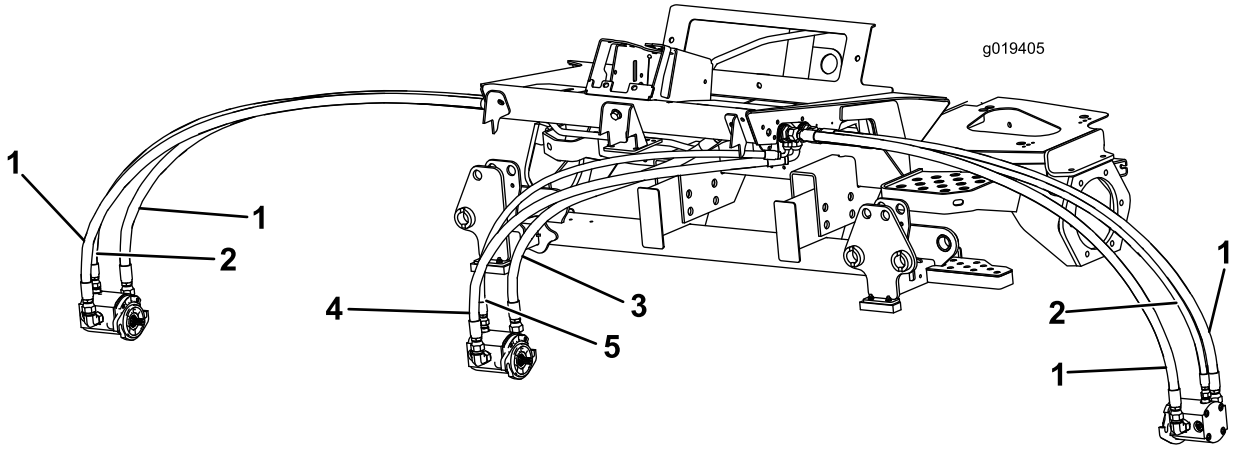

図 1
2. 前カッティングユニットのホースを外して交換する。新しいホースのパーツ番号は図 1に掲載している。